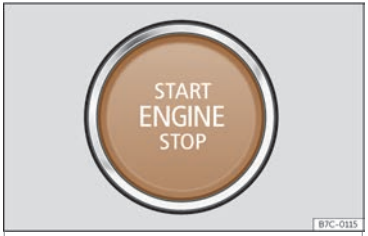

Fig. 143 Polsador d'arrencada.
En accedir al vehicle, el polsador d’arrencada››› **fig. 143** parpelleja per cridar la vostra atenció.
- Premeu el polsador d'arrencada››› fig. 143 sense trepitjar l'accelerador. Perquè el motor arrenqui, ha d'haver una clau vàlida en el vehicle. Després d'arrencar el motor, la il·luminació del polsador START ENGINE STOP es manté fixa per indicar que el motor està arrencant[1].
- Premeu breument el polsador d'arrencada ››› **fig. 143**.